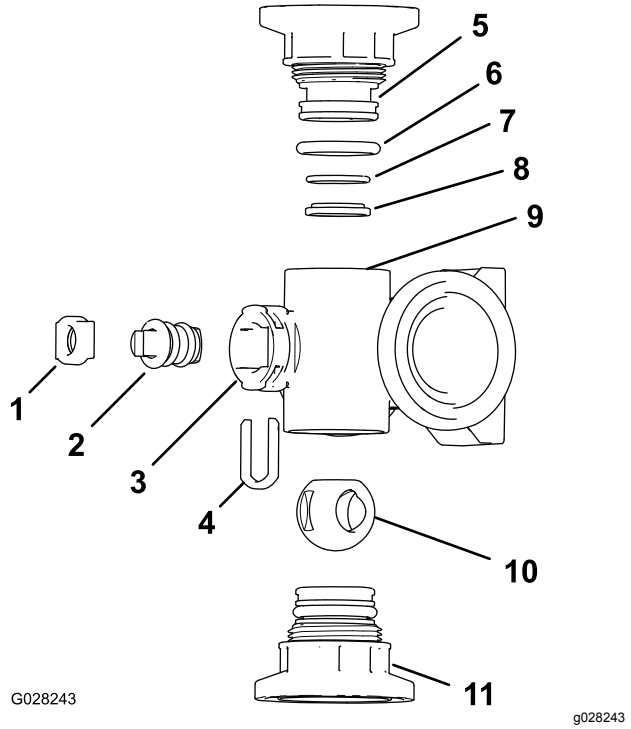
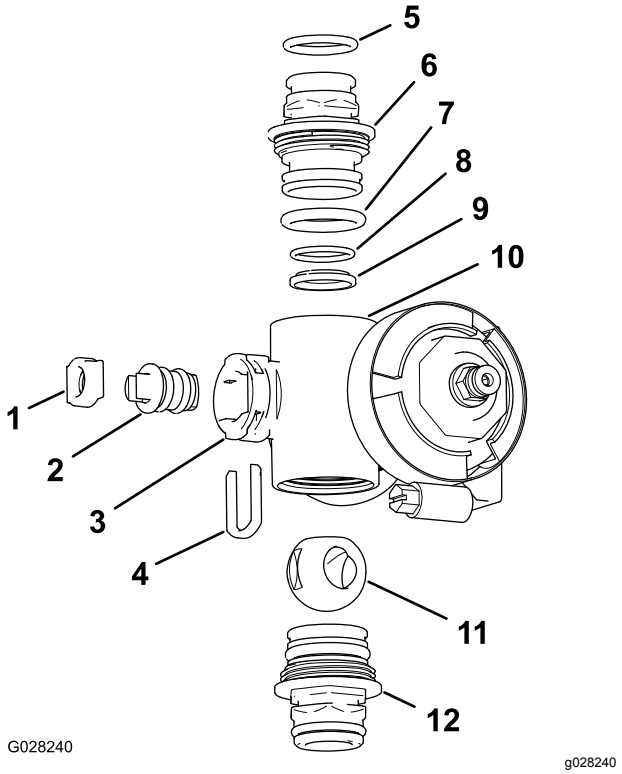

Figur 98
Figur 99
2. Fjern de to endelokk-koblingsenhetene fra hver ende av manifoldkroppen (Figur 98 og Figur 99).
4. Fjern stammeholderen fra slissene i manifoldets stammeport (Figur 98 og Figur 99).
5. Fjern stammeholderen og ventilstammesetet fra manifoldet (Figur 98 og Figur 99).
6. Ta ut ventilstammeenheten fra ventilkroppen (Figur 98 og Figur 99).
1. Se etter skader og slitasje på uttaksnippel-O-ringene (bare på seksjonsventilmanifoldet), kappkobling-O-ringene, de bakre O-ringene og kuleskålen (Figur 98 og Figur 99).
2. Smør fett på ventilstammen og før den inn i ventilstammesetet (Figur 98 og Figur 99).
3. Monter ventilstammen og setet på manifoldet, og fest dem med stammeholderen (Figur 98 og Figur 99).
4. Påse at den bakre O-ringen og kuleskålen er på linje med og plassert i kappkoblingen (Figur 98 og Figur 99)
5. Monter kappkoblingenheten på manifoldkroppen slik at flensen på kappkoblingen rører manifoldkroppen (Figur 98 og Figur 99), og drei kappkoblingen ⅛ til ¼ omdreining til.